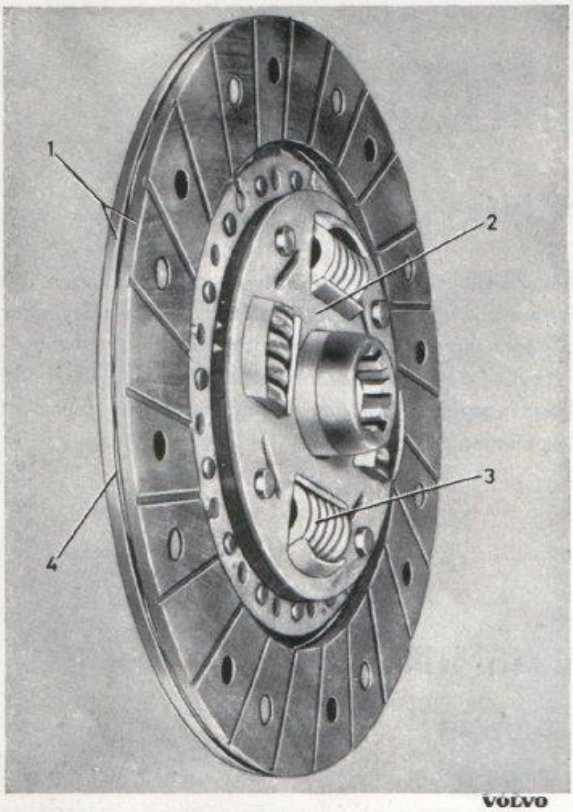

Bild 2-3. Lamell
3. Nita på de nya beläggen (helst i nitpress). Obs! Nitarna skall sättas i från den sida belägget ligger och nitas från motsatt håll mot lamellskivan. Vartannat hål i belägget användes. Efter nitningen skall beläggen ha ett avstånd från varandra som bestämmes av "skränkningen" på lamellskivan. Se bild 2-3. Detta är mycket viktigt för att en mjuk inkoppling skall erhållas vid körning och igångsättning.